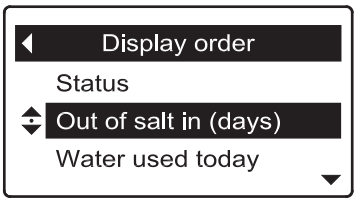

FIG. 115
6. Press the SELECT (○) button. Arrows will appear next to the item (See Figure 115).